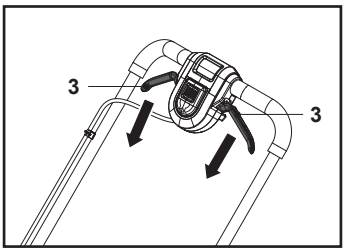

**Fig. 17**
Eliberează manetele de pornire (3) pentru a opri motorul și cuțitul (22) (fig. 17).